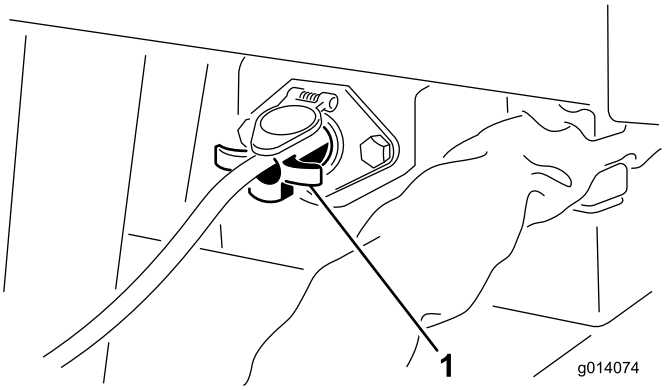

**Figur 9**
4. På SH-modeller skal tænd-/slukanordningen (ende med 4 gafler) sættes i soklen i maskinens forreste venstre hjørne (Figur 9).